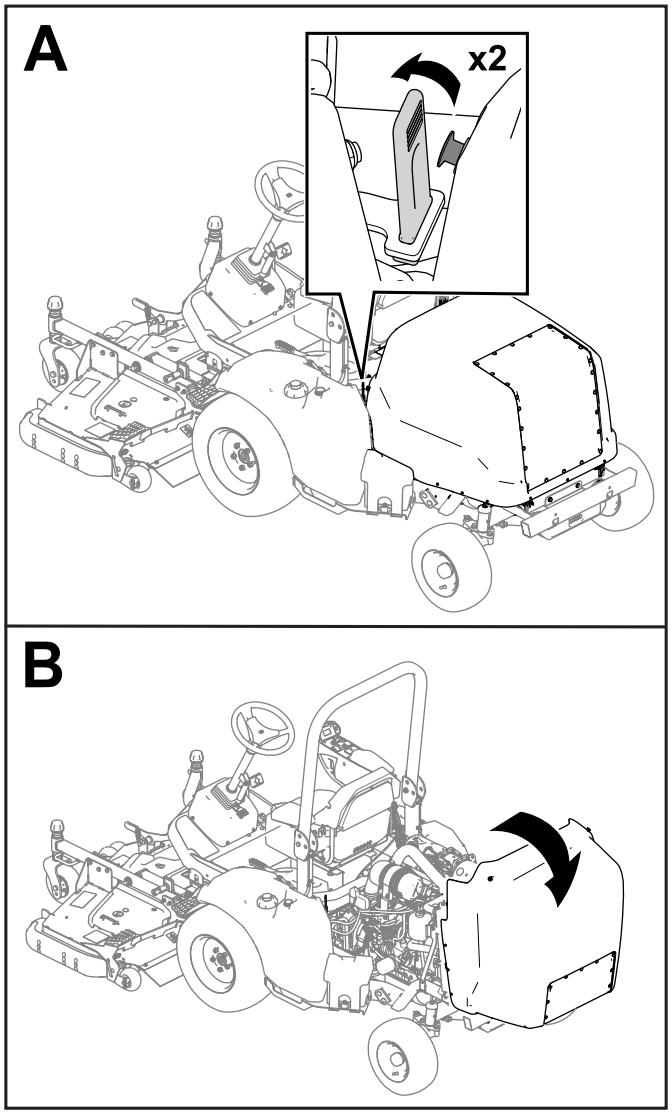

Figura 46
1. Rilasciate le cinghie su ciascun lato della macchina (Figura 46).
2. Sollevate il cofano (Figura 46).